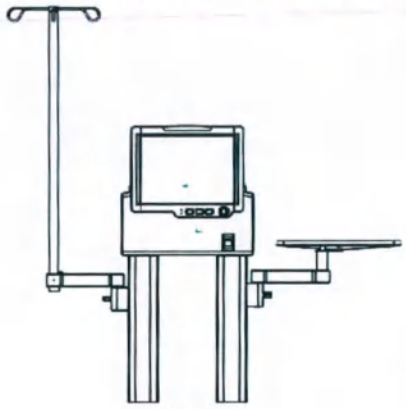

Рис. 3
- После надежной фиксации система будет выглядеть так, как показано на Рис. 3.